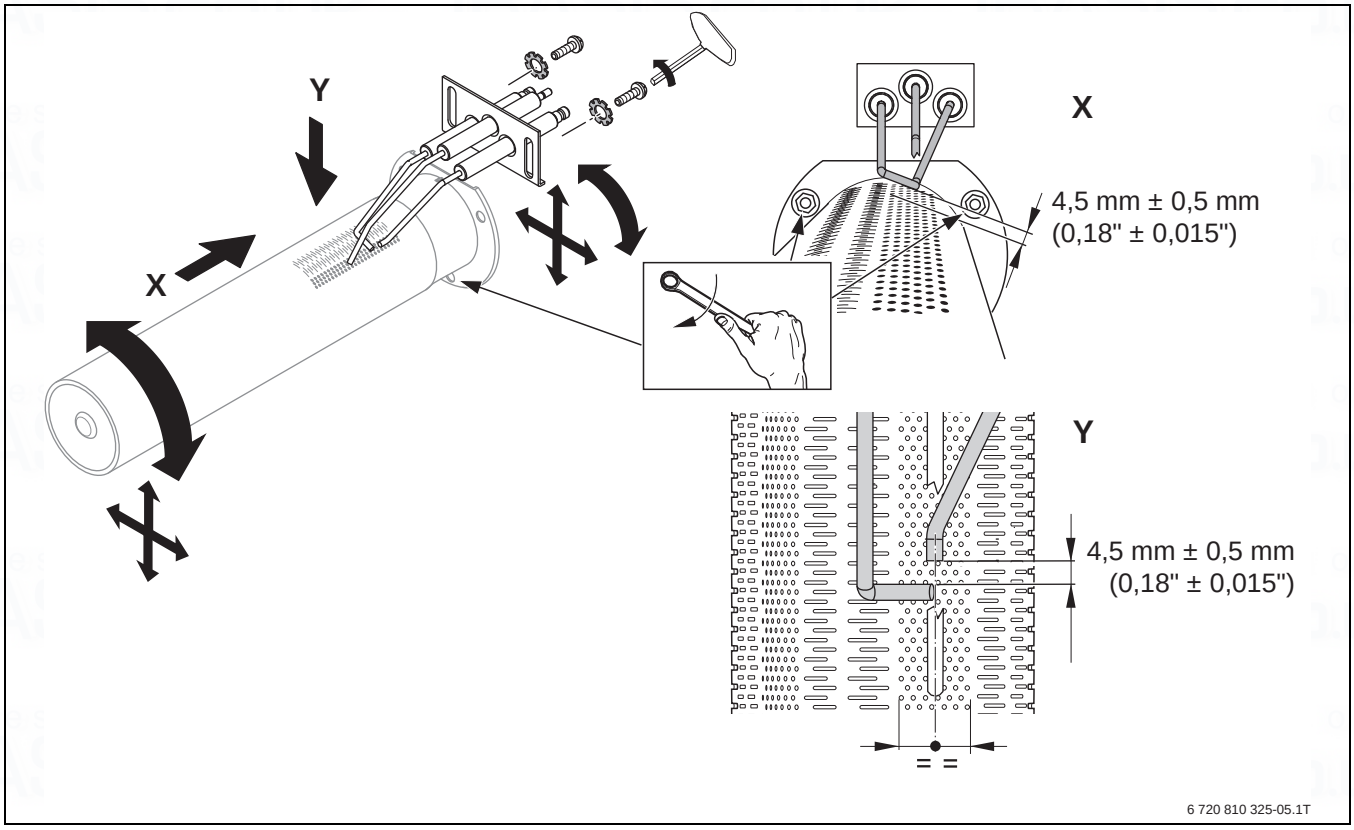

Fig. 65 Setting of electrode position (overview)
- Measure the distances between the electrodes and the burner rod in accordance with → Fig. 65 and adjust with the long holes of the electrodes if required.
- Adjust the burner rod in such a way, that the electrode position corresponds to → Fig. 65.
Adjust the electrodes in accordance with Fig. 65, page 40.
- Inspect the ignition electrode clearance (burn-off) in accordance with → Fig. 65 and carry out replacement if necessary. Bending the electrodes is not permitted.